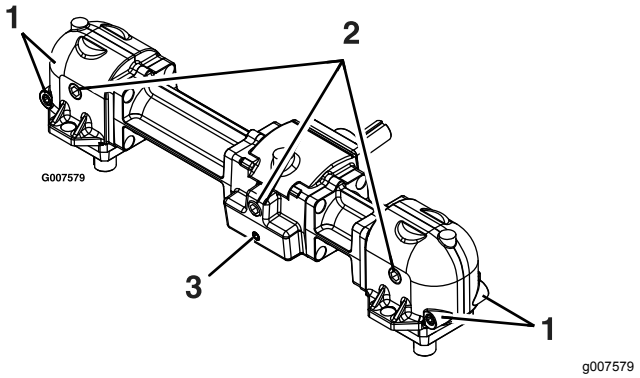

Figuur 35
3. Bout (3)
6. Verwijder de grote aftapplug aan de voorkant van elk van de 3 delen van de tandwielkast en tap de olie af (Figuur 35).